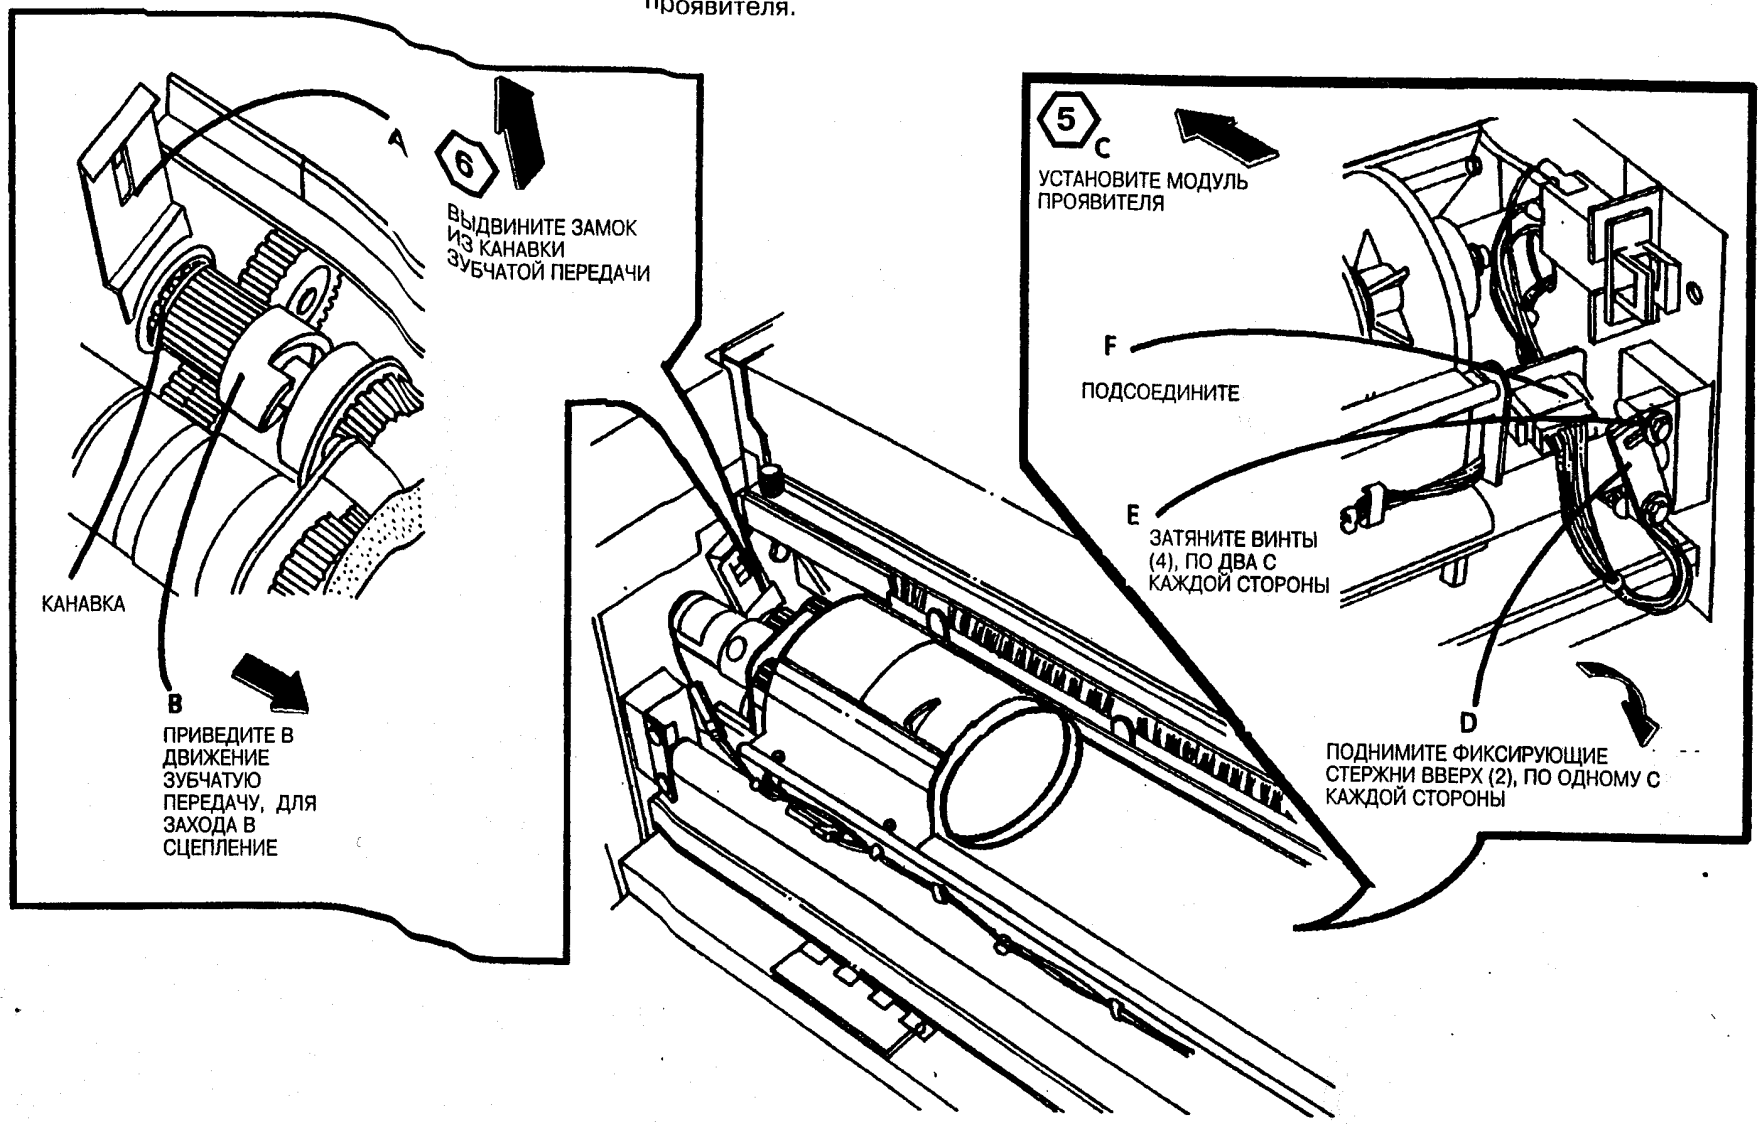

Рис. 11. Заново установите модуль проявителя
9. (Рис. 11): Заново установите модуль проявителя.